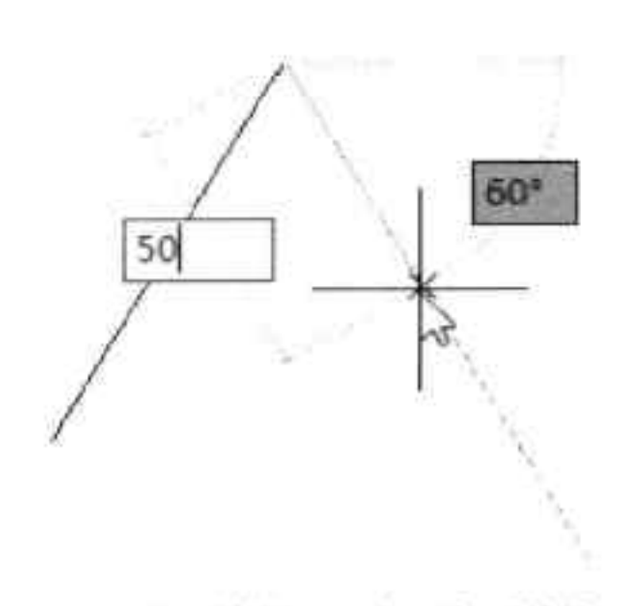

图4-15 绘制另一条三角形的边
Step 03 将光标向下移动，并沿着 60° 角的延长线绘制一条长 50mm 的线段，完成三角形另一条边的绘制，如图 4-15 所示。